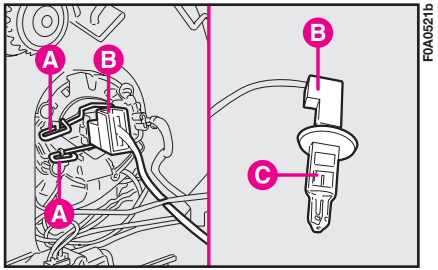

fig. 19
2) Décrocher l'agrafe **A-fig. 19**, dégager le connecteur **B** et enlever la lampe **C**.